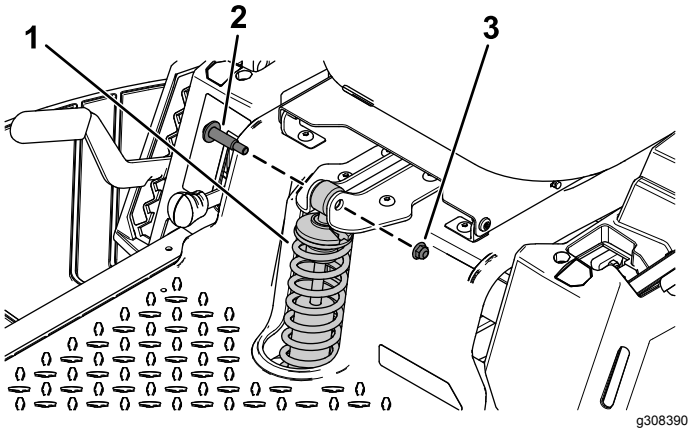

Figura 1
2. Retire los 2 pernos de cuello largo y las 2 contratuercas (⅜") que sujetan el muelle delantero existente (Figura 1).
3. Retire el muelle delantero existente (Figura 1).
Instale el muelle nuevo usando los 2 pernos de cuello largo y las 2 contratuercas (⅜") que retiró anteriormente, como se muestra en la Figura 1.